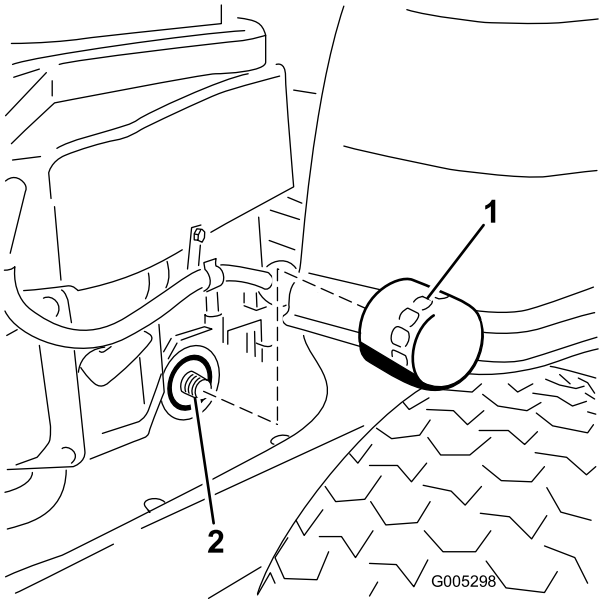

Figur 30
10. Lokalisera oljefiltret på motorns högra sida. Ta bort det gamla filtret och torka av filteradaptern med en ren trasa (Figur 30).
12. Sätt i det nya filtret i adaptern. Vrid oljefiltret medsols tills gummipackningen vidrör dynan och skruva sedan åt filtret ytterligare tre kvarts till ett varv (Figur 30). Torka bort överflödigt fett från ramen.